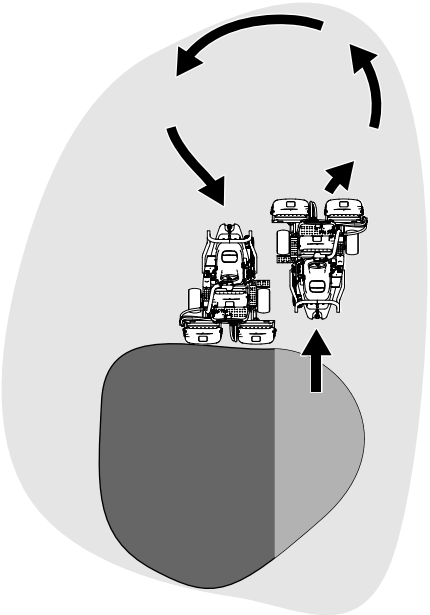

Figur 26
6. Reducer klippetiden og let trimningen for den næste bane ved kortvarigt at vende maskinen i den modsatte retning og herefter dreje i retning af den uklippede del. Denne bevægelse er en dråbeformet vending (Figur 26), så du hurtigt er klar til næste omgang.